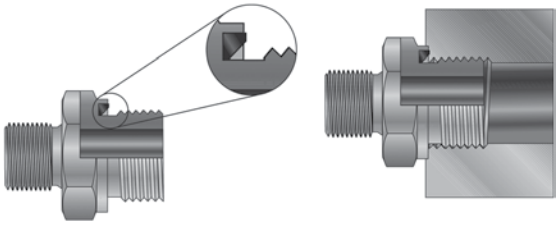
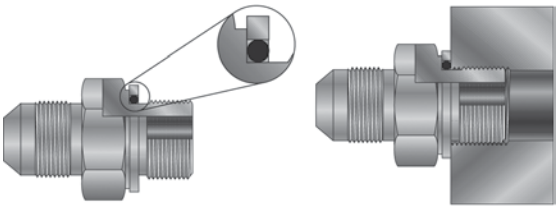
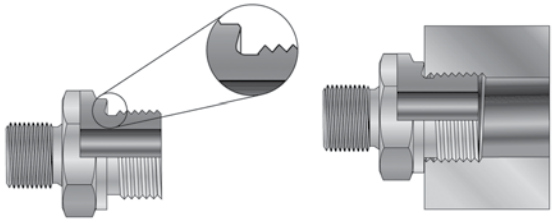
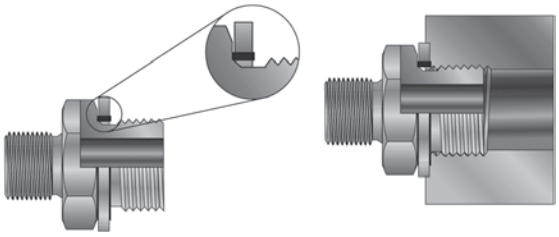

Fig. S2 – EOlastic Seal, Type E
Fig. S3 – O-Ring with Retaining Ring, Types G & H
Fig. S4 – Cutting Face, Type B
Fig. S5 – Bonded Seal
With the BSPP and metric flat face port ends, the sealing actually takes place on the top surface (spot face) of the port. Port dimensions can be found on pages T35 and T36 respectively. There are several sealing methods available for these ports. Port studs with type “E” sealing utilize Parker’s EOlastic seal (ED) (see Fig. S2) and are recommended for higher pressures than the other types. Types “G” and “H” use an O-ring that is supported on the outside by a removable retaining ring (see Fig. S3). Type B (cutting face) is designed with a relatively sharp ridge of material that seals by coining the flat face of the female port (see Fig. S4). A fourth sealing method uses a bonded seal which consists of a metal ring with an elastomer bonded to the inside surface (often referred to as Dowty® seal) (see Fig. S5).